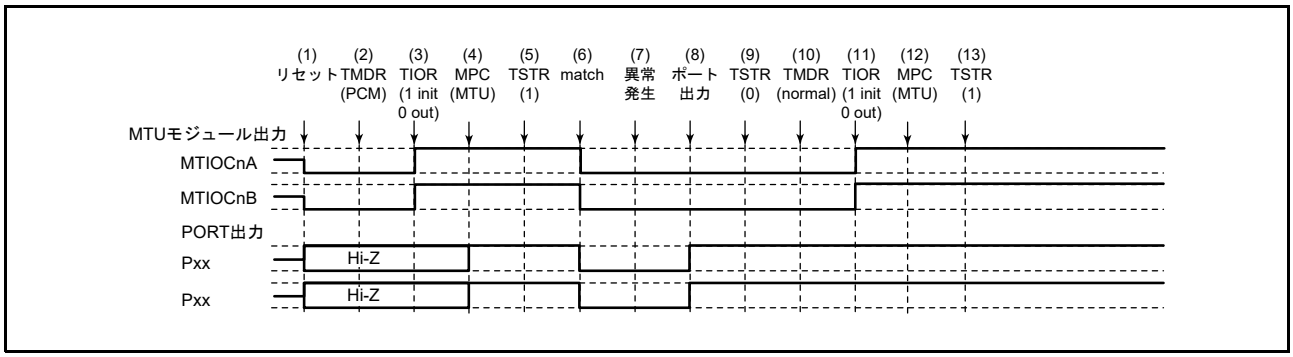

図 22.170 位相計数モードで異常が発生し、ノーマルモードで復帰する場合
位相計数モードで異常が発生し、再設定後ノーマルモードで再スタートする場合の説明図を**図 22.170** に示します。
(1) ～ (9) は図 22.170 と共通です。
(10) PWM モード 1 を設定します。
(11) TIOR レジスタで端子を初期化してください（PWM モード 1 では MTIOCnB（MTIOCnD）端子に波形が出力されません。出力すべきレベルがある場合は、I/O ポートのポート方向レジスタ（PDR）、ポート出力データレジスタ（PODR）で汎用出力ポートの設定をしてください）。
(12) MPC と I/O ポートのポートモードレジスタ（PMR）で MTU 出力としてください。
(13) TSTRA レジスタで再スタートします。
(19) 位相計数モードで動作中に異常が発生し、PWM モード 2 で再スタートする場合の動作
(10) PWM モード 2 を設定します。
(11) TIOR レジスタで端子を初期化してください（PWM モード 2 では周期レジスタに使用した TGR レジスタに対応する端子に波形が出力されません。出力すべきレベルがある場合は、I/O ポートのポート方向レジスタ（PDR）、ポート出力データレジスタ（PODR）で汎用出力ポートの設定をしてください）。
(20) 位相計数モードで動作中に異常が発生し、位相計数モードで再スタートする場合の動作
(1) ～ (9) は**図 22.170** と共通です。
(10) 位相計数モードで再スタートする場合には必要ありません。
(11) TIOR レジスタで端子を初期化してください。
(21) 相補 PWM モードで動作中に異常が発生し、ノーマルモードで再スタートする場合の動作